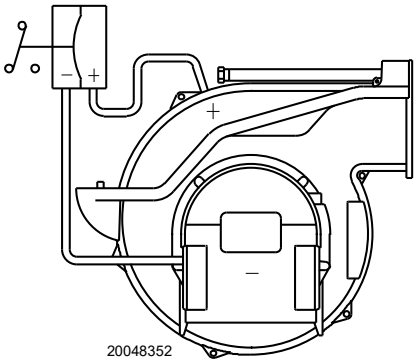

Fig. 52
- ➤ Adjust the air pressure switch to the zero position of the scale (Fig. 52, page 37).
The air pressure switch is connected in differential (Fig. 52) and is activated by both the negative pressure of the air intake and the air pressure from the fan.